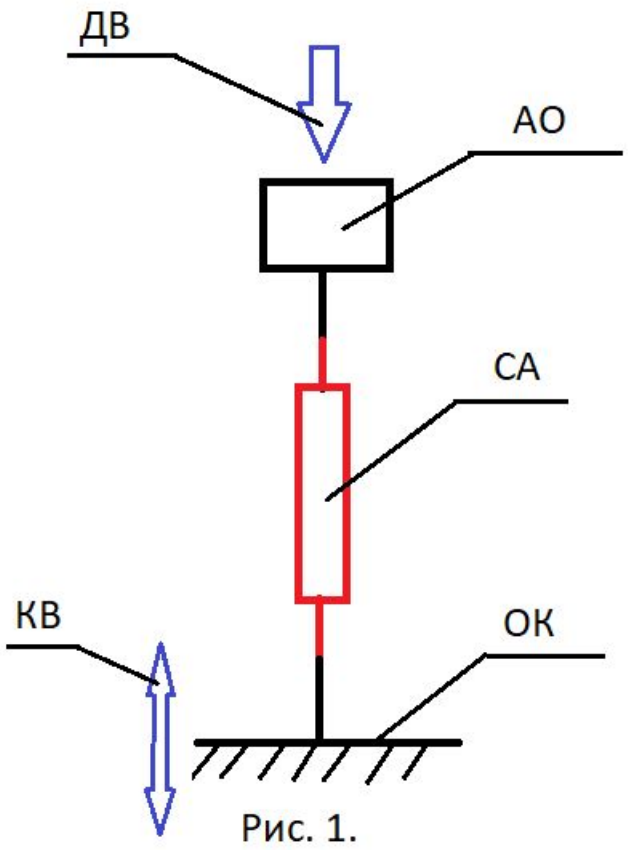

Рис. 1.
Груз (амортизируемый объект (АО)) массой m закреплен вертикально на амортизаторе (на системе амортизации (СА)). Амортизатор установлен на основание (на ограждающую конструкцию (ОК)). В механической системе рассматриваем динамическое воздействие (ДВ), в виде заданной вертикально приложенной к грузу силы F(t), являющейся функцией времени, а также кинематическое воздействие (КВ), в виде заданного временного закона перемещения ограждающей конструкции Xe(t) (см. Рис. 1).
1. Создайте имитационную модель физической системы груза закрепленного на амортизаторе по схеме Рис.1.